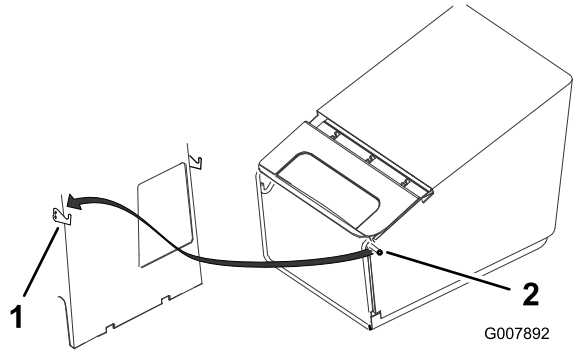

Figur 20
4. Häng upp gräsuppsamlarens rampiggar på krokarna enligt Figur 20.